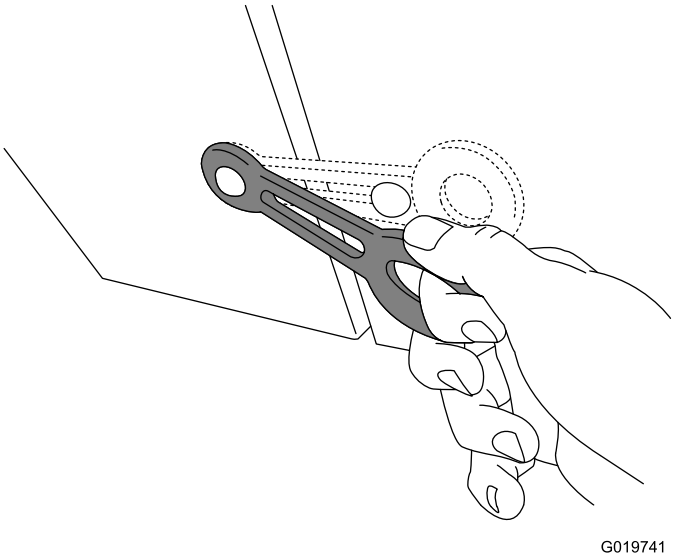

Figura 15
4. Cierre la cubierta del motor y los cierres de la cubierta (Figura 15).